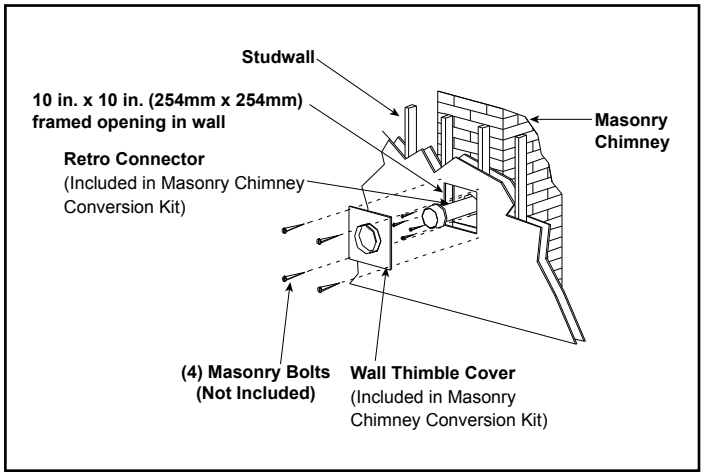
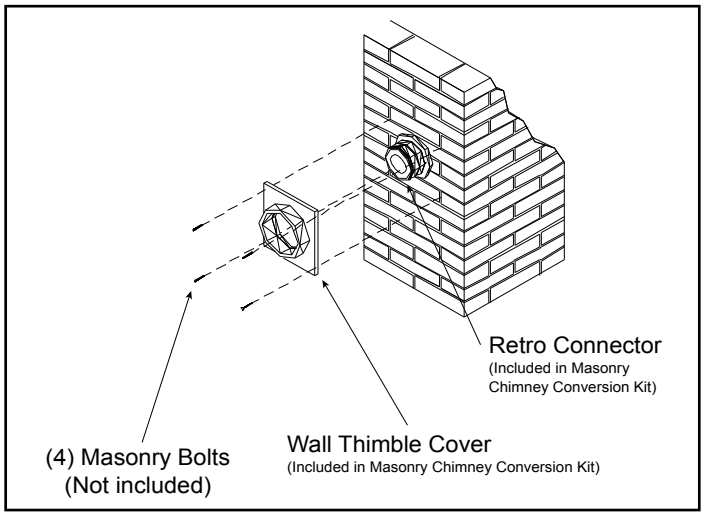

Figure 4.14
Figure 4.19
2. Once the center point of the penetration has been determined, cut a 6 in. (152mm) diameter hole in the masonry. If the hole is too large, the retro connector might not mount properly; if the hole is too small, the appliance might starve for intake air. If there is a frame wall in front of the masonry wall, cut and frame a 10 in. (254mm) square opening in the wall (centered around the 6 in. (152mm) masonry opening). If there is sheet rock only (no studs) in front of the masonry the 10 in. (254mm) opening is still needed, but does not need to be framed. If the hole is framed a wall thimble is required. This allows the retro connector to mount directly on the masonry and provide the correct clearances to combustibles. See Figure 4.14.
10. Slide wall thimble cover over retro connector and secure with masonry bolts. See Figure 4.19. If you have a framed wall in front of the masonry, use wood screws to mount wall thimble cover to framed wall, over retro connector and 10 in. (254mm) square framed opening See Figure 4.14. If needed, add a section of direct vent pipe to the retro connector in order to extend through the opening in the wall thimble cover.